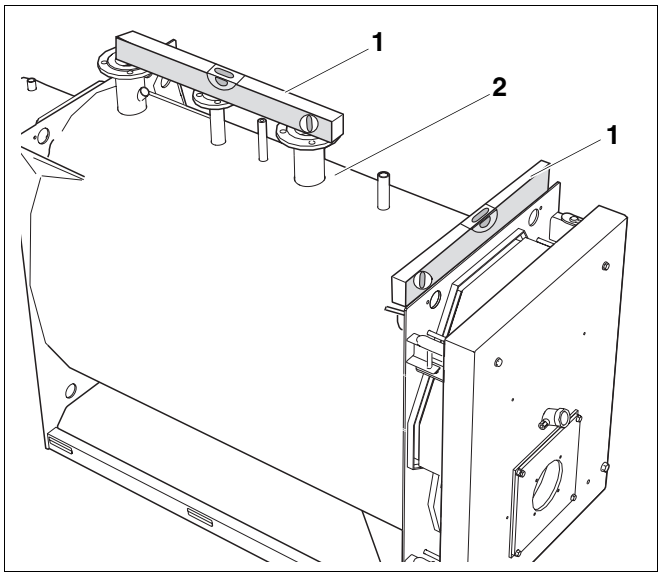

Рис. 8 Выравнивание отопительного котла
Котел (рис. 8, **поз. 2**) нужно выровнять по горизонтали и вертикали так, чтобы в нем не скапливался воздух.
- Выровнять отопительный котел (рис. 8, **поз. 2**), как показано на рис. 8 по горизонтали и вертикали, используя уровень (рис. 8, **поз. 1**).